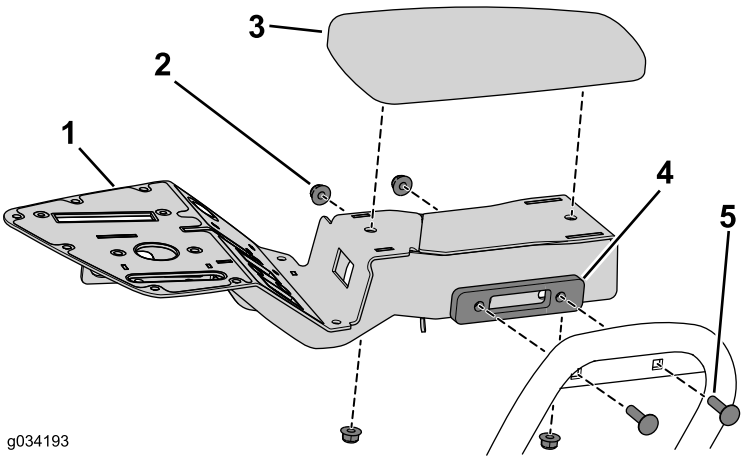

Figura 16
2. Utilice los 2 pernos de cuello cuadrado y las tuercas con arandela prensada que retiró anteriormente para sujetar el soporte de la consola (Figura 16).
3. Utilice las 2 tuercas con arandela prensada que retiró anteriormente para sujetar los reposabrazos a la consola (Figura 16).